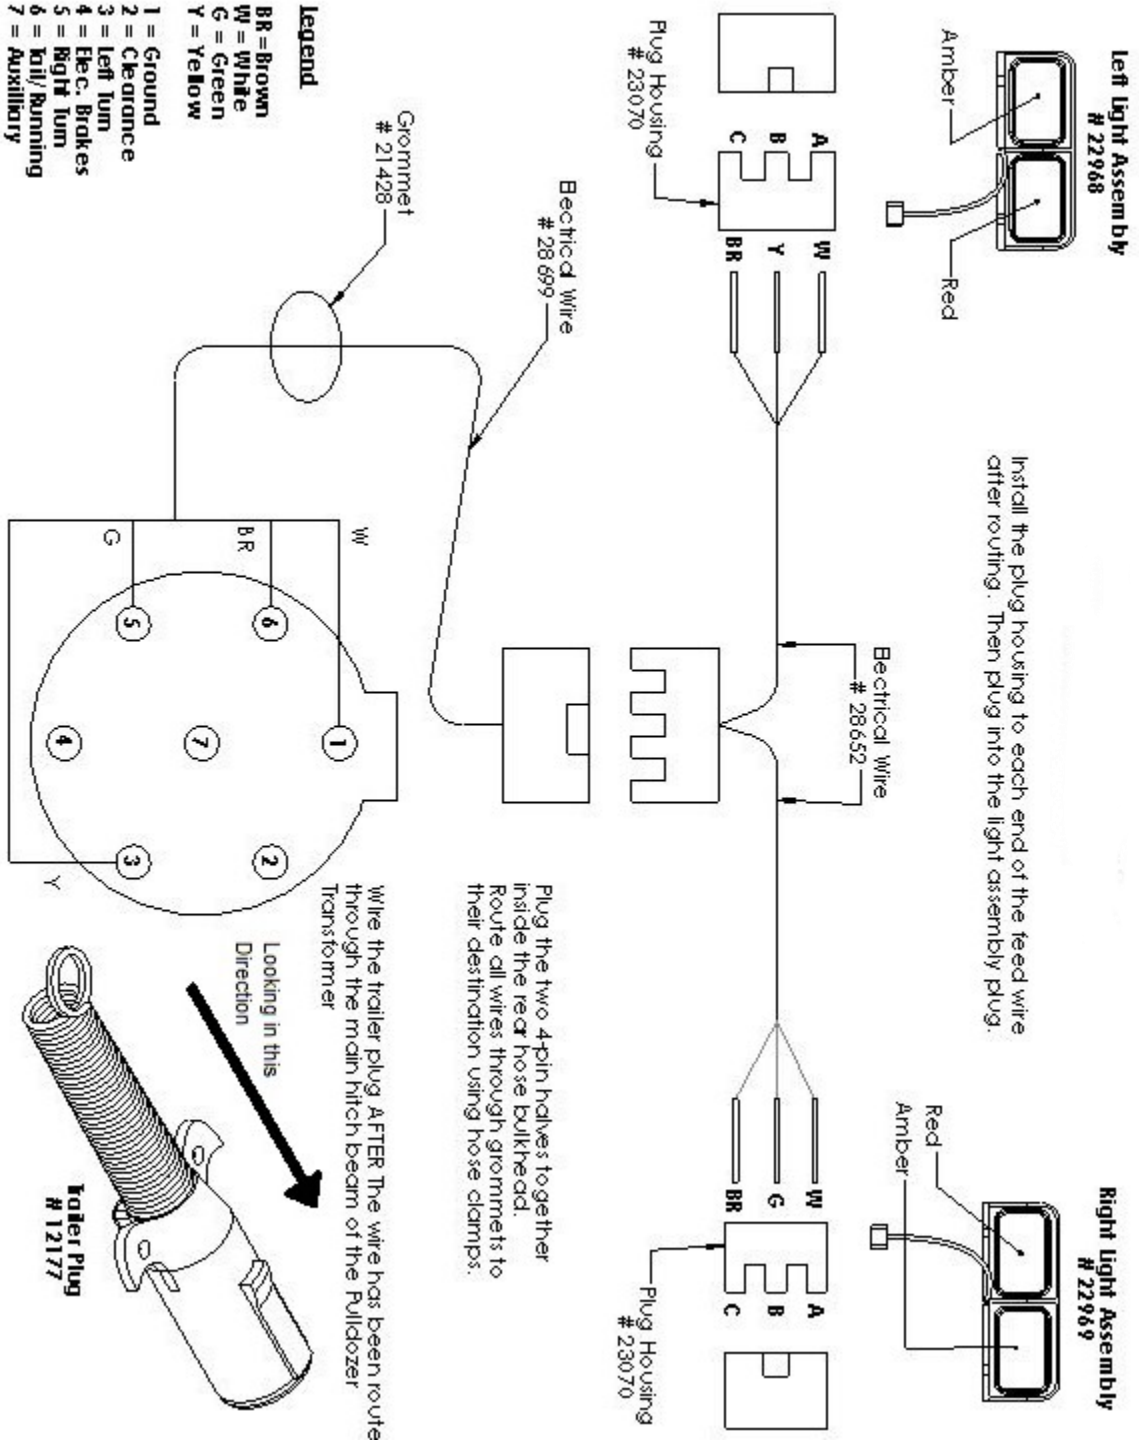

Figure 3.41 – Pulldozer Transformer 2470 Light Wiring Schematic
b) Connect the 7-pin round trailer plug following figure 3.41.